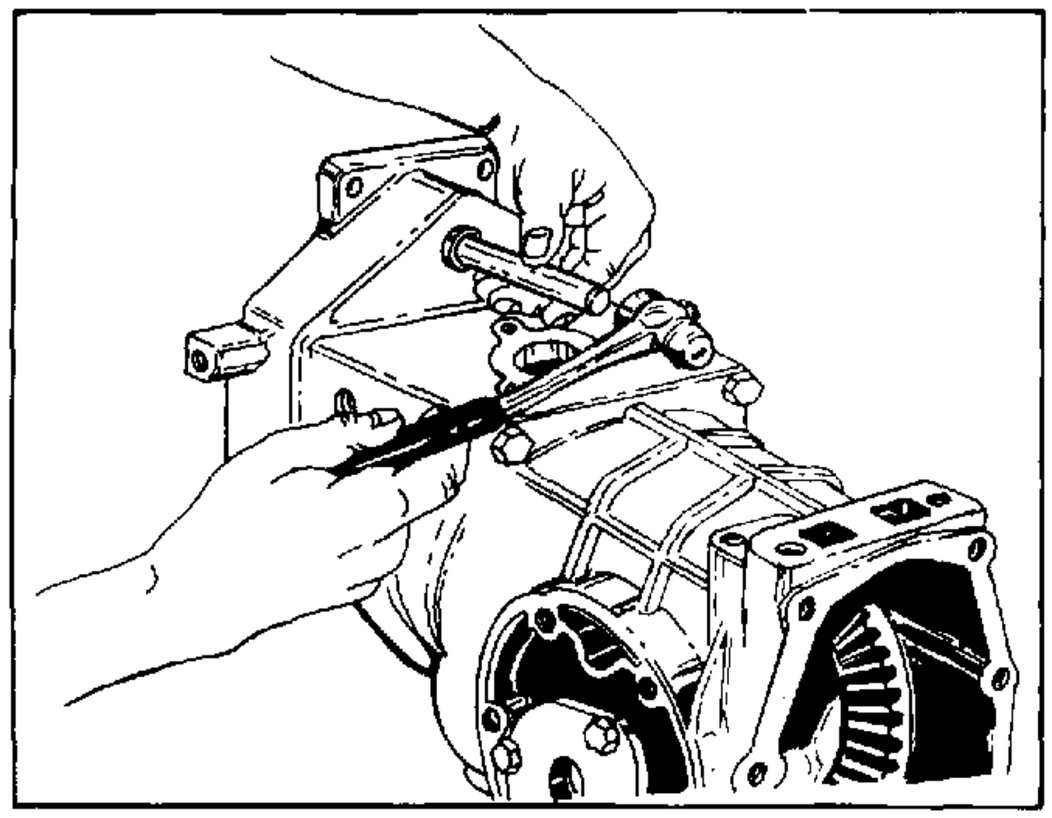

FIGURE 15.
3.10 Remove input pinion assembly by inserting impact puller under pinned spline coupler. Impact until pinion shaft, ball bearing and seal is extracted. If a proper puller is not available the whole pinion-shaft assembly can be tapped out using a smaller then 1" dia. punch. See figures 15 and 16. If this method is used, the rear needle bearing should be replaced. Clean entire reduction housing, inspect mating reduction gear for damage and retighten retainer screw to 360 inch/lbs.